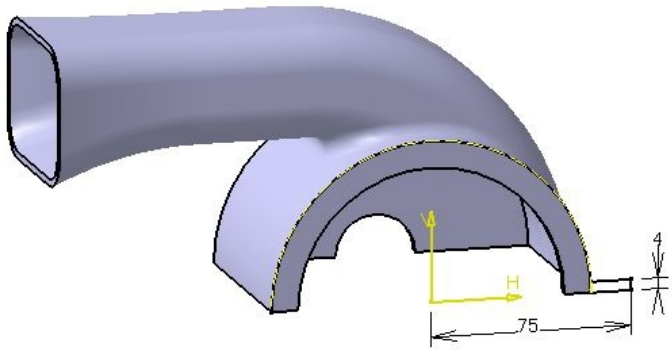

Figure 9-64 *Sketch for creating the mounting plate*
4. Create the mounting plate by extruding the sketch up to the extreme left planar face. Refer to Figure 9-64 for creating the sketch.